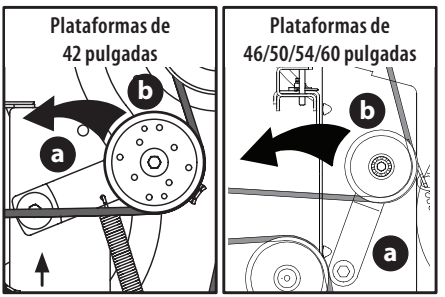

Fig. 41
a. Usando la manija de elevación de la plataforma, o el pedal y la perilla de elevación de la plataforma, o el pedal y el pasador de elevación de la plataforma, levante la plataforma a la posición que le ofrece mayor recorrido horizontal de la correa entre las poleas locas de la plataforma y la polea de la PTO en la base del motor (Fig. 41).
b. Desde la parte media del tractor, haga girar el soporte de polea loca (a) y la polea loca móvil (b) hacia atrás, justo lo suficiente para levantar la correa, por encima de la polea del husillo (Fig. 41).